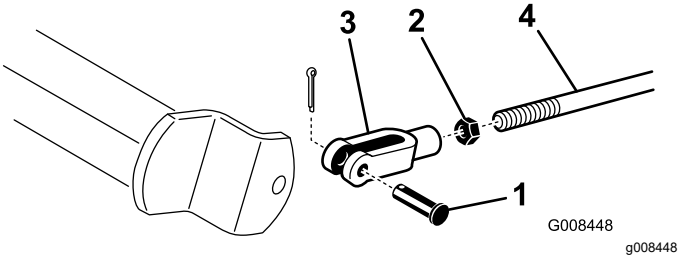

Rysunek 46
A. Odłącz pręty hamulców wyjmując sworzeń z zawleczką (Rysunek 46).
B. Poluzuj przeciwnakrętkę i wyreguluj jarzmo sworznia stosownie do potrzeb (Rysunek 46).
C. Zamocuj jarzmo do trzpienia hamulca (Rysunek 46).